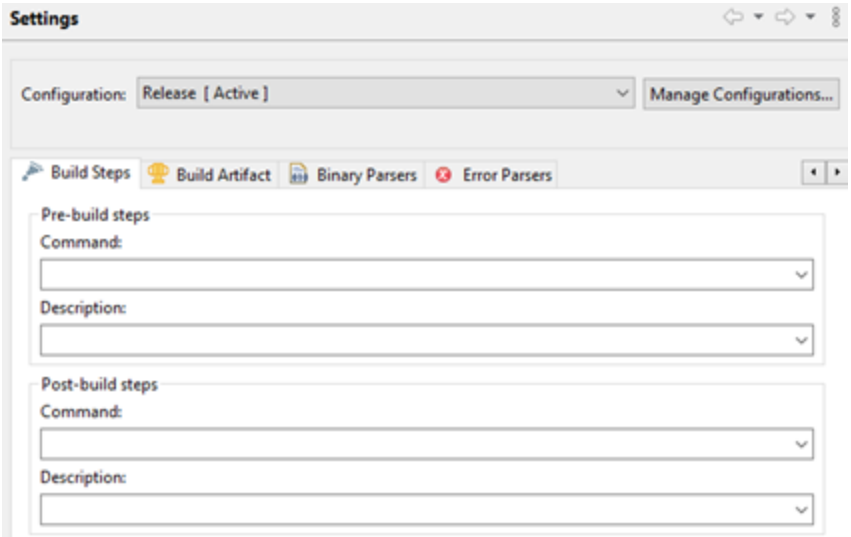

**Figure 22. Deleting Command in Post-Build Steps**
d. Delete **Command** in **Post-build steps** (see the "Deleting Command in Post-Build Steps" figure (Figure 22)).